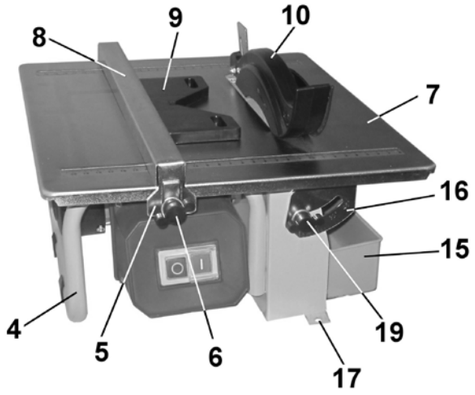
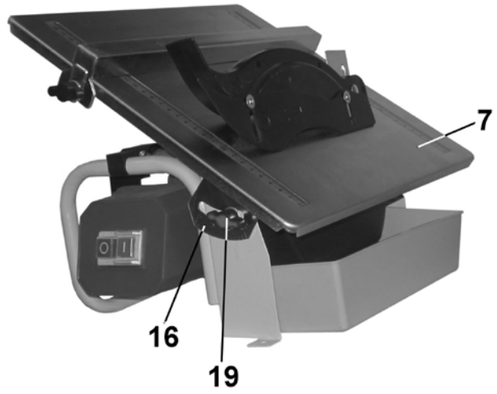

Рис. 3
Рис. 4
9.1. Как показано на Рис.3, используя два винта крепления (6) на направляющей планке (8), установите с обеих сторон прижимные планки (5). Установите направляющую планку (8) и зафиксируйте двумя винтами крепления (6) положение планки (8) за отбортовку рабочего стола (7).
10.1. Регулировка угла резания (Рис. 4)
10.1.2. Ослабьте крепление двух винтов фиксации (19), Рис.3, Рис.4.
10.1.3. Как показано на Рис.4, переведите рабочий стол (7) в наклонное положение, совместив показание на шкале наклона (16) и указателе на предполагаемый угол резания. Закрепите положение двумя винтами фиксации (19). Для более точной установки угла наклона рабочего стола (7) пользуйтесь угломером, шаблоном или образцом.
10.2. Регулировка резания в размер (Рис. 3)